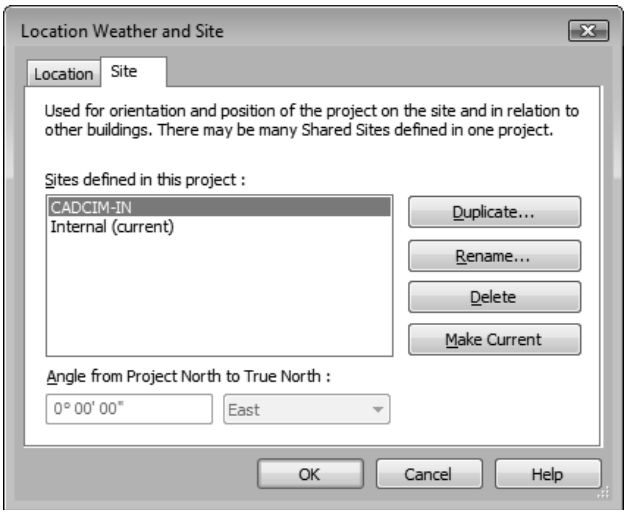

***Figure 3-42 CADCIM-IN** selected in the **Sites defined in this project** list box of the **Site** tab*
3. Enter **CADCIM-IN** in the **Name** edit box and then choose the **OK** button; the **Name** dialog box closes and the name entered is displayed and highlighted in the **Sites defined in this project** list box, refer to Figure 3-42 .